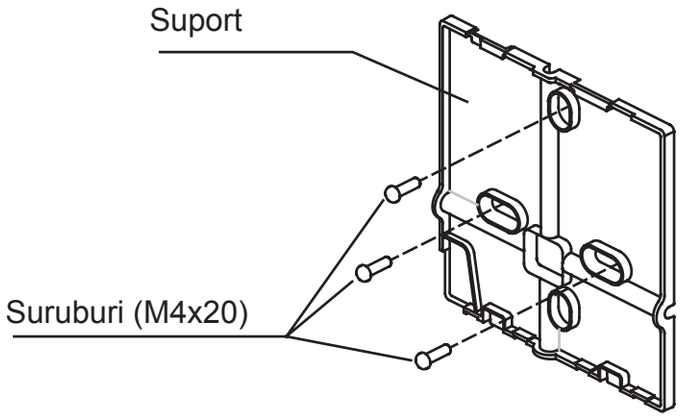

Fig 3-5
- Pentru instalarea expusa a telecomenzii, fixati suportul pe perete cu dibluri si 3 suruburi (M4x20). (Fig.3-5)